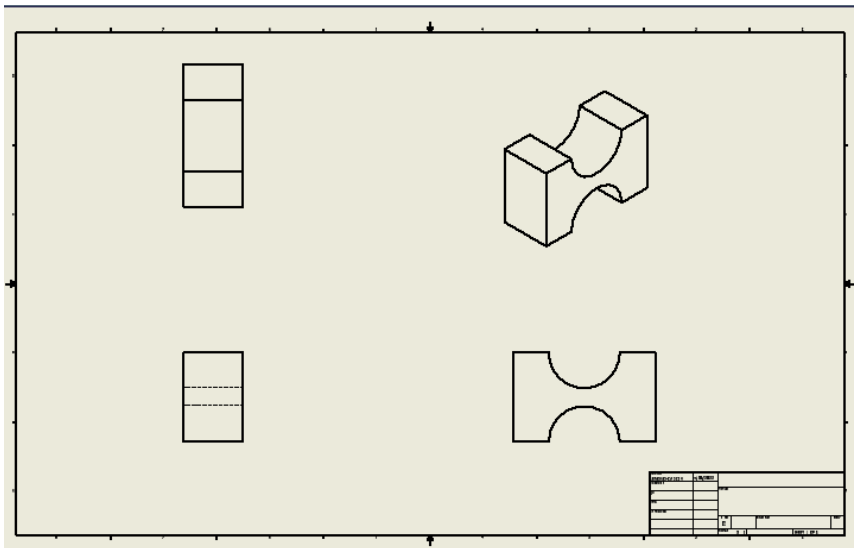

Figure 2-97 *Drawing sheet after generating the drawing views*
5. Similarly, taking the front view as the parent view, generate the drawing of right-side view and the isometric view, as shown in Figure 2-97.